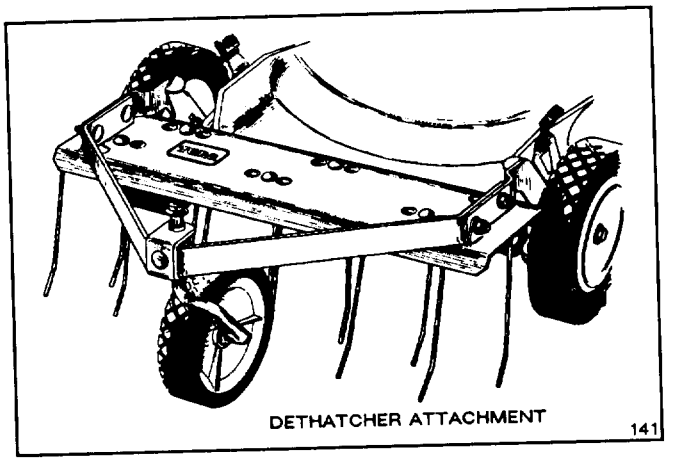

Figure 22
2. Dethatcher Kit, Model No. 59131—Installs in minutes. Front mounted for easy maneuverability. Spring tines loosen thatch for cutting or clean vacuuming into a grass bag (Fig. 22).